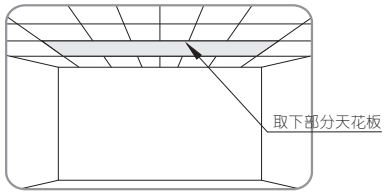
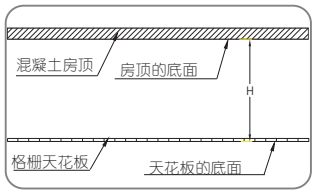

图 1
图 2
1.按照用户的投影机参数来选定安装升降架的位置，根据升降架所需安装空间，取下部分天花板(图1)，准确测量混凝土房顶的底面到天花板的底面高度距离H（图2）